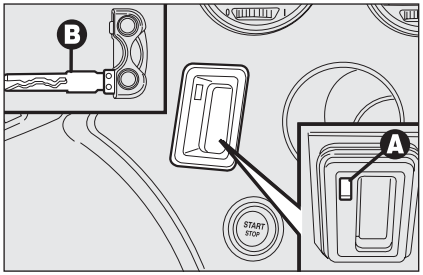

rys. 1
- ❒ włożyć wkładkę metalową **B-rys. 1** kluczyka elektronicznego w szczelinę **A**;
OSTRZEŻENIE Nie wkładać do szczeliny **A-rys.1** przedmiotów innych niż wkładka metalowa **B** kluczyka elektronicznego.